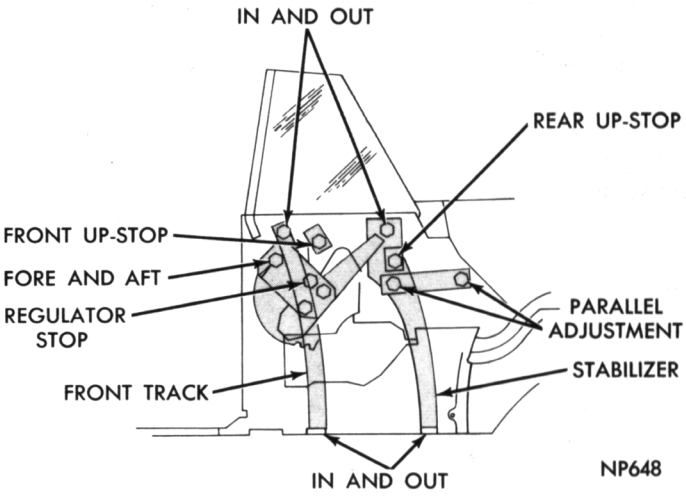

Fig. 47—Quarter Window Adjustments—Convertible
(1) With door closed and header locked, set window at mid-position.
(2) Adjust rear stabilizer and front track upper attachments so glass touches lightly on outer belt weatherstrip (Fig. 47).
(3) Raise window until top of glass touches lightly on the roof rail center and rear weatherstrips.
(4) Push regulator forward and adjust pivot bracket so glass is parallel to rear edge of door glass and rear roof rail weatherstrip effecting a proper seal.
(5) Adjust rear stabilizer and front track lower attachments outboard until upper edge of glass seals against upper weatherstrip.
(6) Position-up-stops to stops on glass lower frame.
(7) Lower window until top edge of glass is even with or slightly below panel belt line.